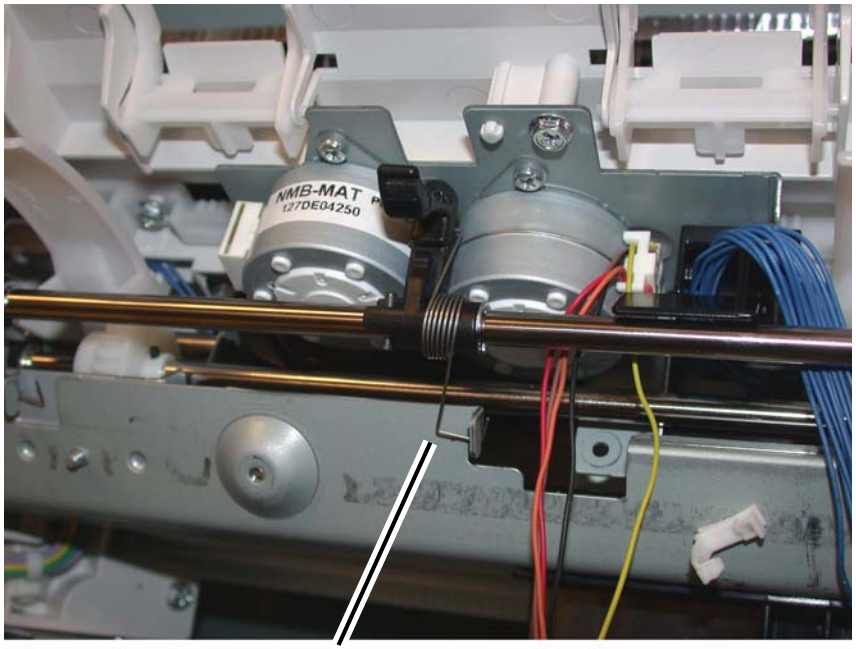

Figure 4 Disconnecting the Set Clamp Holder Springs
13. Disconnect the springs from the Set Clamp Holders (3) (Figure 4).